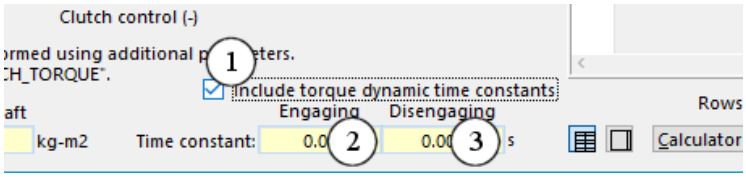

Figure 20. Two data fields are shown when the checkbox for time constants is checked.
① Checkbox for using a first-order time delay of the clutch torque capacity (keyword = `OPT_CLUTCH_DELAY`). When checked, extra data fields are shown that specify the time constants (② and ③, Figure 20). If not checked, the clutch torque responds instantly without delay.